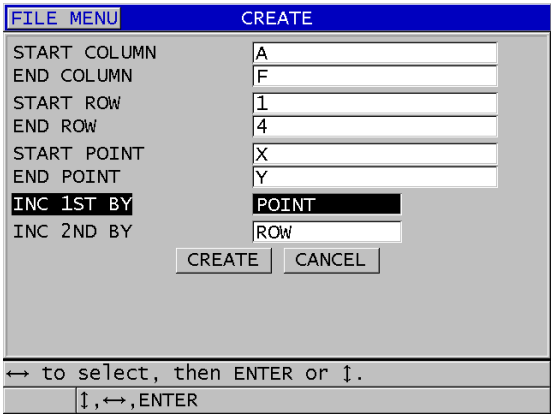

Rysunek 11-12 Konfigurowanie zakresu identyfikatorów dla plików danych typu siatka 3D
3. Na drugiej stronie ekranu **CREATE** (Utwórz) (patrz Rysunek 11-12 na stronie 211):